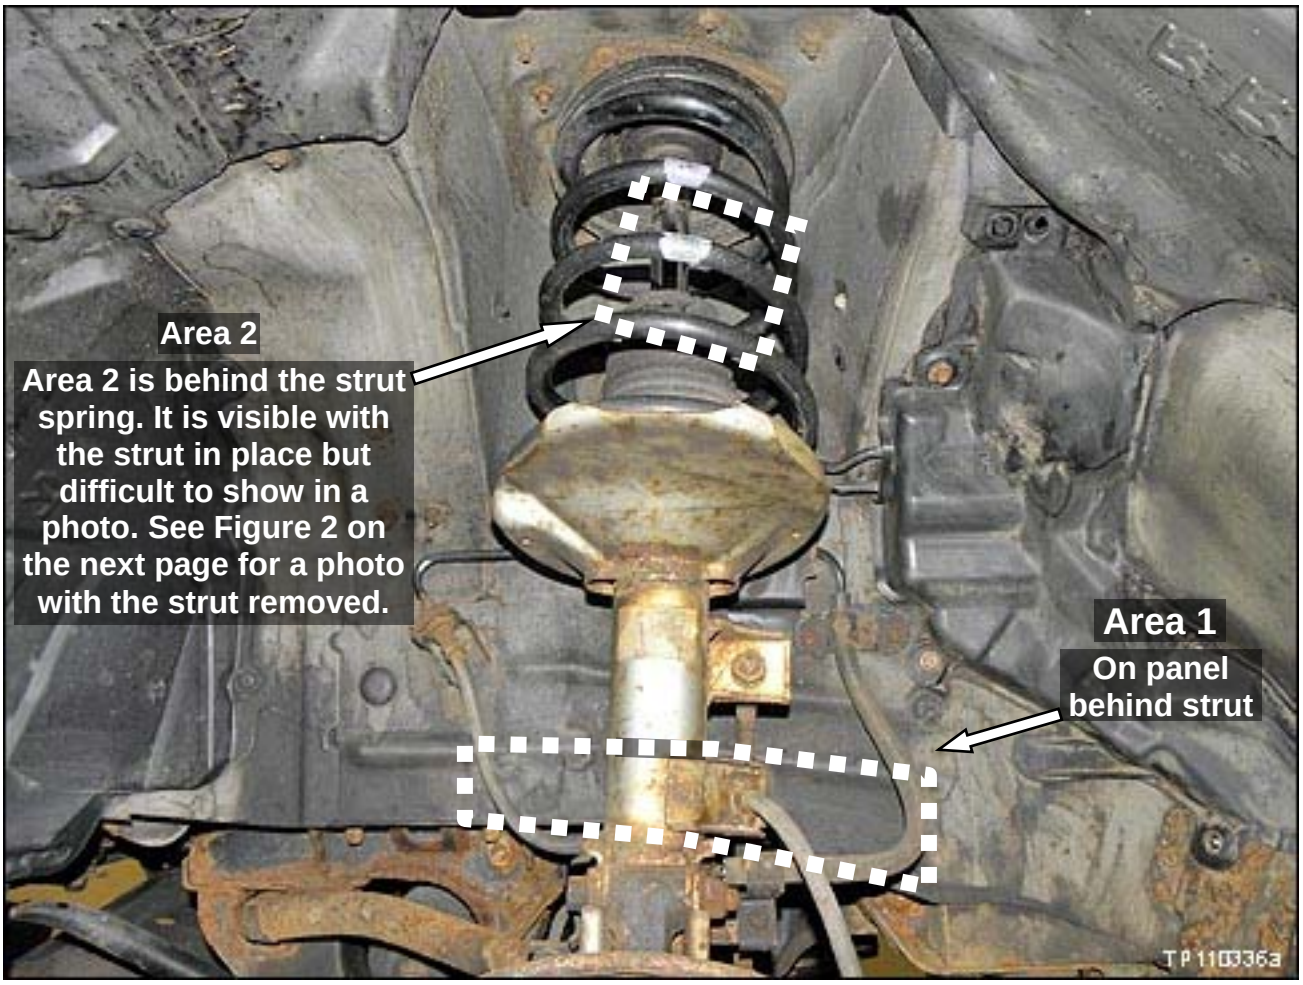

Figure 1
3. Inspect for corrosion on the driver side AND passenger side in the wheel house **Area 1** and strut housing **Area 2** (see Figures 1, 2, 3, and 4).